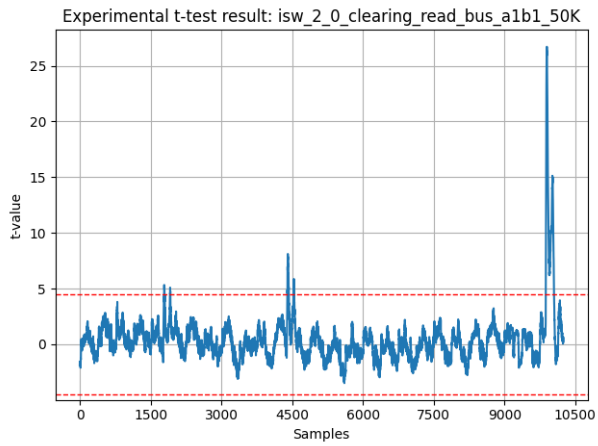

Figure 5.18: Experimental T-test result of isw-2-without-b-0 - patch: clearing b0 from r5 (Setup: 250MSa/s, 10250S, 4ns, 2MHz)
3) Clearing the read bus (Listing 5.8, Figures 5.18, 5.19))